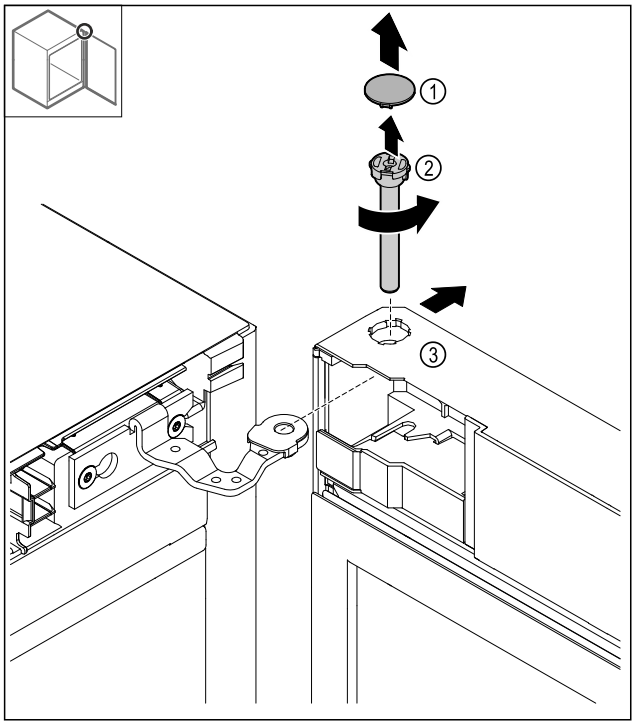

Fig. 14
▶ Detașați capacul *Fig. 14 (1)*.
▶ Desfaceți bolțul *Fig. 14 (2)* în sens antiorar și extrageți-l.
▶ Basculați ușor ușa *Fig. 14 (3)*.